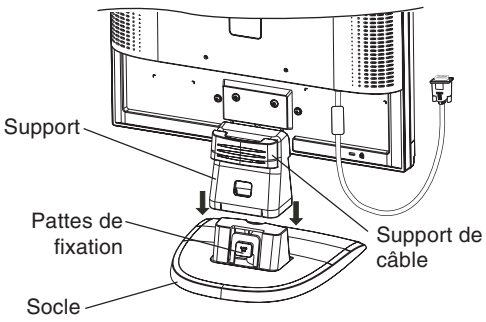

Figure S.1
1. Introduire l'avant du support du LCD dans les trous à l'avant du socle (**Figure S.1**).
2. Fixez le socle au support. Le loquet de verrouillage du socle doit venir s'insérer dans l'orifice au dos du support (**Figure S.1**).
1. Fixez le support de câble au socle. Insérez les crochets du support de câble dans les orifices au dos du support et faites ensuite coulisser le support de câble vers le bas pour le fixer (**Figure S.1**).